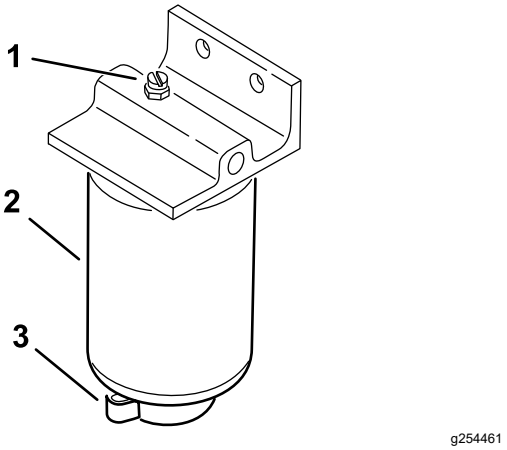

**Figuur 36**
4. Open de aftapplug van het filter en het ontluchtingsventiel (Figuur 36).